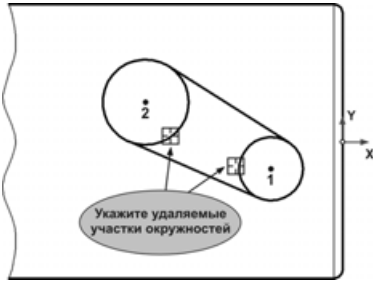

Рис. 5.199
- В ответ на запрос системы **Укажите участок кривой, который нужно удалить** укажите мышью на те части окружностей, которые будут удалены (рис. 5.199).